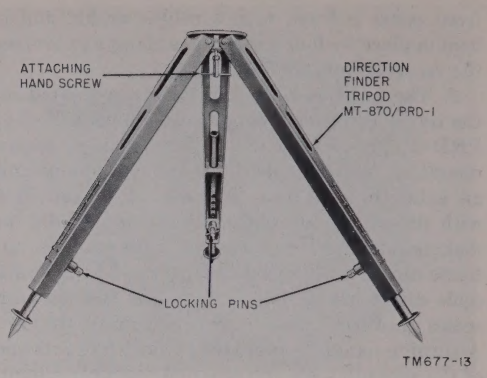

Figure 13. Direction Finder Tripod MT–870/PRD–1.
b. Direction Finder Tripod MT–870/PRD–1. The tripod (fig. 13), which is constructed of aluminum is used to support the receiver and Antenna AS–536/PRD–1 together with the power supply unit (Dynamotor-Power Supply DY–79/PRD–1 or Battery Box CY–947/PRD–1). The inclination of the legs of the tripod can be adjusted to a maximum angel of 35° measured from a vertical line through the center of the tripod. The lengths of the legs are continuously adjustable from 28½ inches to 36½ inches.
b. Place the points of the tripod legs (fig. 13) on the ground and adjust them for maximum inclination (about 35° with the vertical).